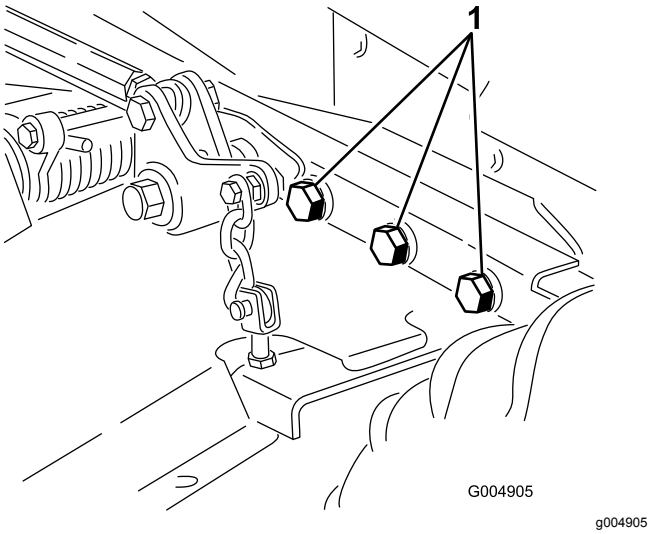

Rysunek 58
5. Sprawdź i prawidłowo dokręć luźne mocowania. Dokręć 6 śrub mocujących ramę podwozia kosiarki do jednostki jezdnej (Rysunek 58) momentem 359 N·m.